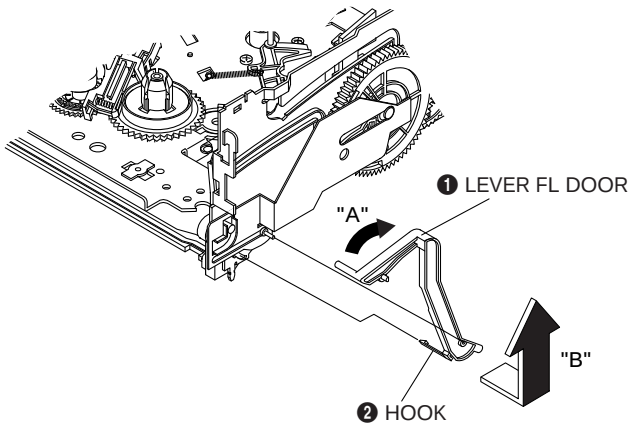

Fig. 1-5 Lever FL Door Removal
1) Remove the Lever FL Door. (Refer to Fig. 1-5)
2) Pull the Holder FL Cassette Ass'y ❶ to the eject position.
3) Pull the Holder FL Cassette Ass'y ❶ as grasping the Holder FL Cassette Ass'y ❶ and Lever FL Cassette-R ❷ in the same time to release hooking from Main Base until the Boss [A], [B] of Holder FL Cassette Ass'y ❶ is taken out from the Rail [C], [D].
4) Lift the Holder FL Cassette Ass'y ❶ in the direction of arrow "B" in this time, you have to grasp the Lever FL Cassette-R ❷ continuously until the Holder FL Cassette Ass'y ❶ is taken out completely.